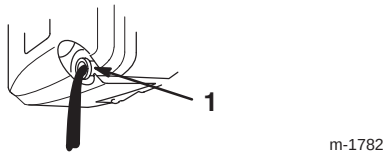

Bild 23
5. Kippen Sie den Rasenmäher auf seine *linke* Seite und lassen das Öl in das Gefäß ablaufen (Bild 23).